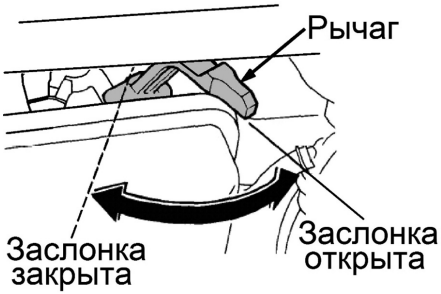

Рис. 9 Рычаг управления воздушной заслонкой
2. Закройте воздушную заслонку карбюратора. Для этого переведите рычаг управления воздушной заслонкой в крайнее левое положение (Рис. 9).